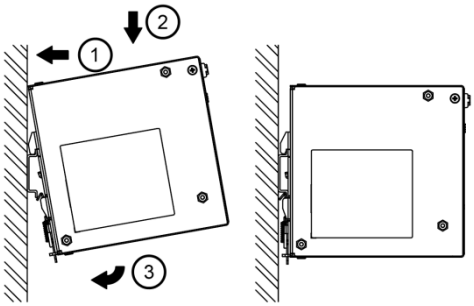

图. 3.1　安装
1. 将电源向上倾斜，插入 DIN 导轨。卡入导轨如图 3.1 所示。